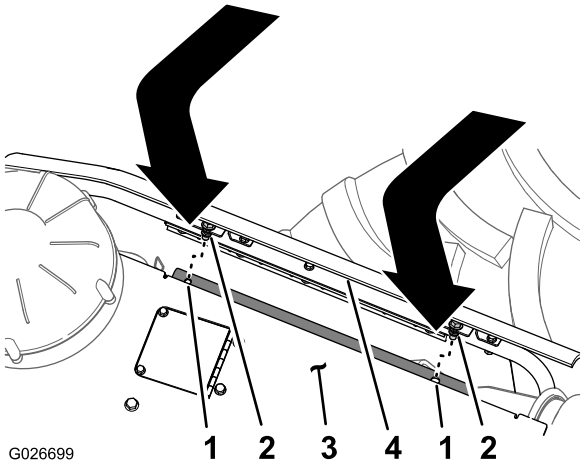

Rysunek 61
2. Dopasuj śrubę mocującą na górze panelu bocznego do otworu w kołnierzu podtrzymującym maski (Rysunek 61).